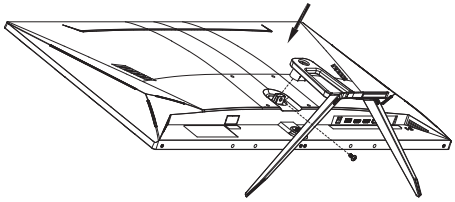

Fig. 2
2. Montera stödet i hålet på höljets baksida med M5*12 mm skruv. (Fig. 2 och 3)